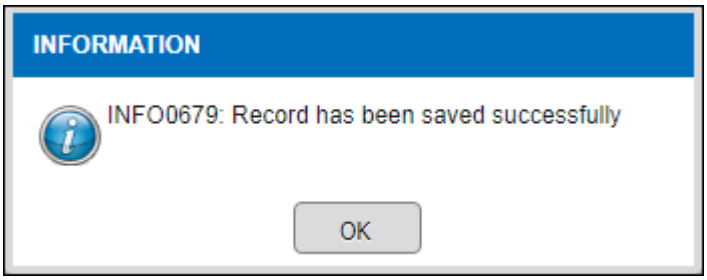

Figure 3.8-6 Alert Message
- *If click on the* Yes *button, record will be save and alert message will be pop up as shown in Figure 3.8-6.*